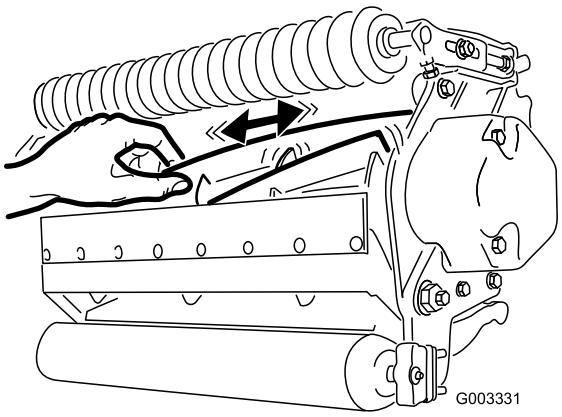

Figur 24
2. Bruk en fille eller polstret hanske, hold fast til spoleakselen og forsøk å flytte spolen fra side til side (Figur 24).